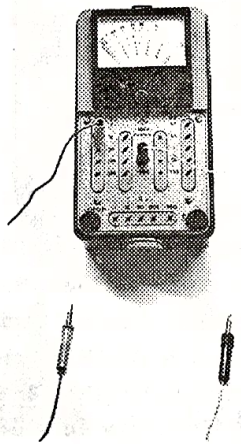

Рис. 8-8-1
5. Подсоедините прибор параллельно измеряемому участку электрической цепи. Для этого конец одного проводника включите в гнездо "— Общ" (оно в середине панели, см. рис. 8-8-1), а конец другого - в выбранное гнездо первого левого ряда, где стоит обозначение "—". Свободные концы щупов соедините с концами исследуемого участка цепи.